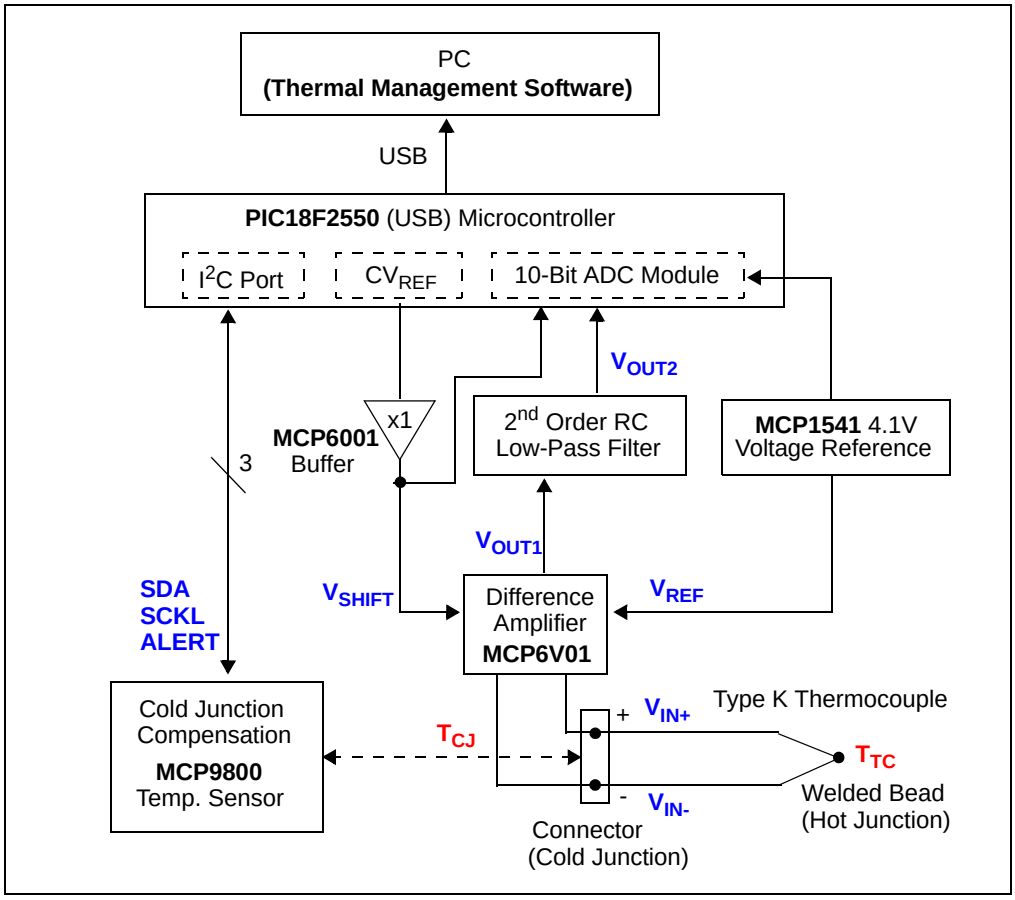

FIGURE 1-2: *Function Block Diagram of the MCP6V01 Thermocouple Auto-Zeroed Reference Design.*
Figure 1-2 shows the function block diagram of the MCP6V01 Thermocouple Auto-Zeroed Reference Design.
- The Personal Computer (PC) shown in Figure 1-2 needs to run on Windows® 98 SE or later. It provides a convenient interface for the user, communicates with the boards, and provides power through the USB connection.